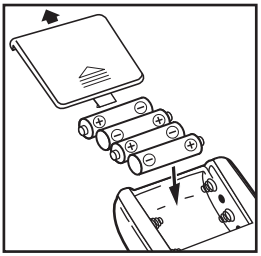

Рис.3
1. Откройте крышку отсека для элементов питания и вставьте 4 элемента типа AA как указано на схеме, расположенной внутри отсека. Убедитесь, что полярность соблюдена. Не прилагайте чрезмерных усилий при снятии крышки отсека для элементов питания (рис. 3).